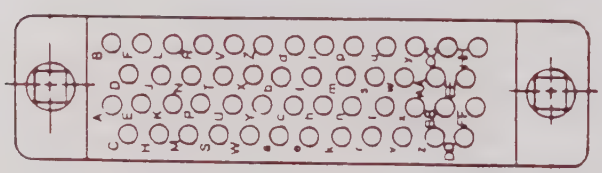

Figure 4-2, Relay Bank Pin Configuration (J1)
4.2.1 Figure 4-2 shows the pin locations for the 50-pin Relay Bank connector, J1. Table 4-1 lists the J1 pin signals. Connector J1 is Racal-Dana Part Number 601856-050. The mating connectors are Racal-Dana Part Number 601855-050 for the connector body, and 601857 for the pins.